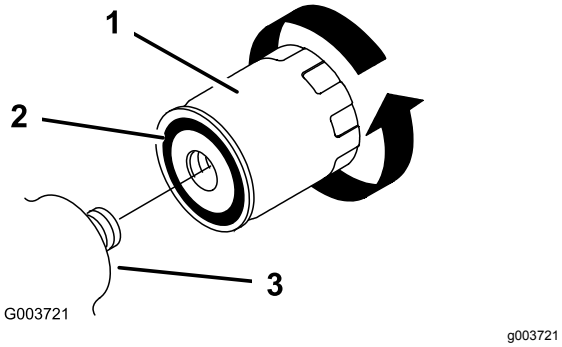

Rysunek 35
5. Zdemontuj stary filtr (Rysunek 35) i wytrzyj do czysta powierzchnię adaptera filtra.
6. Nanieś cienką warstwę oleju hydraulicznego na gumową uszczelkę nowego filtra (Rysunek 35).
7. Zainstaluj nowy filtr oleju hydraulicznego w adapterze filtra (Rysunek 35). Obracaj filtr w kierunku zgodnym z ruchem wskazówek zegara, aż gumowa uszczelka zetknie się z adapterem, a następnie obróć filtr o dodatkowe pół obrotu.